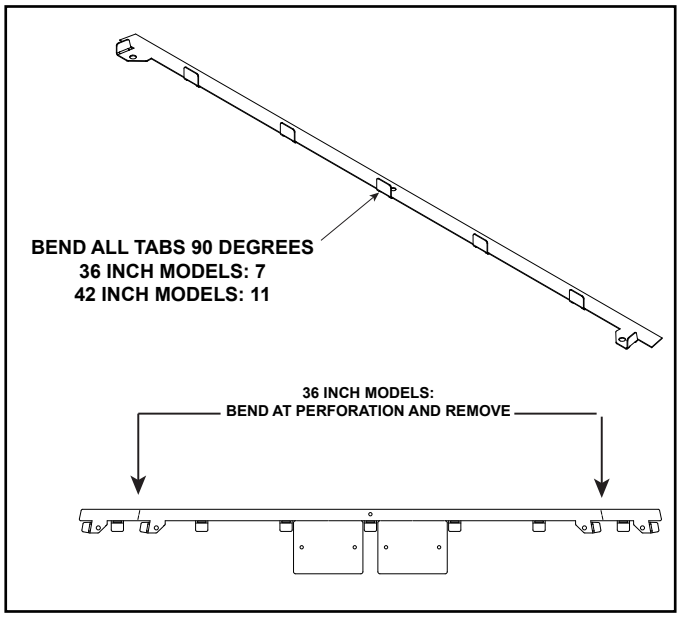

Figure 2 Back Refractory Support
(1) Back Refractory Support (See Figure 2)
4. Bend all tabs on back refractory support as shown in Figure 2.